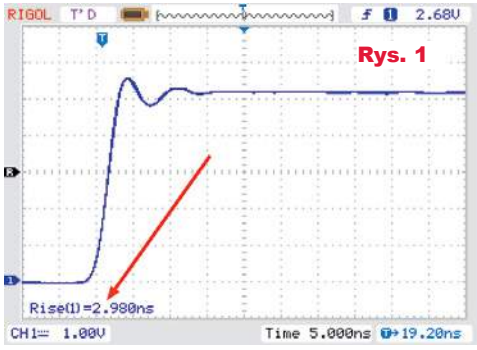

Rys. 1
**Rysunek 1** pokazuje zrzut ekranu z oscyloskopu widocznego na fotografii tytułowej. Oscyloskop ten redakcja otrzymała kilka lat temu od firmy NDN. Jak widać na rysunku 1 zmierzony czas narastania sygnału wynosi 2,98 nanosekundy. To bardzo krótki czas, ale wręcz szokujące jest, że mierzy to popularny oscyloskop DS1052! Oscyloskop niewątpliwie 50-megahercowy.
Rysunek 1 i fotografia tytułowa wręcz zmuszają do dokładniejszego przyjrzenia się układowi, a także i okolicznościom jego powstania.